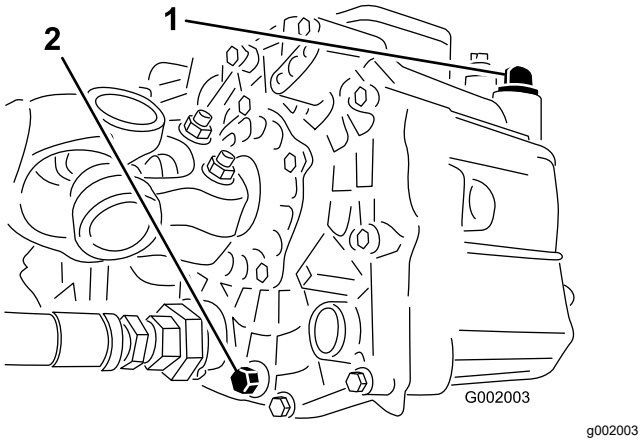

Figur 56
3. Fjern aftapningsproppen fra siden af beholderen, og lad hydraulikolien løbe ud i drænbakken (Figur 56).